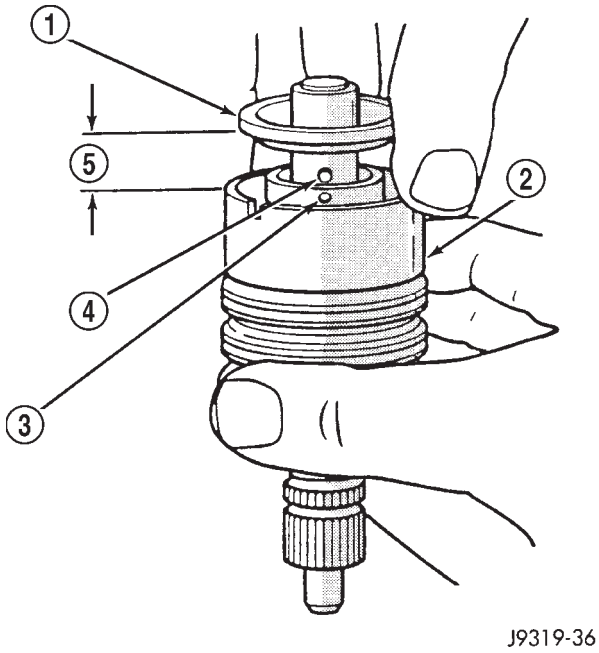

Fig. 27 Stub Shaft
(5) Remove stub shaft from valve assembly by lightly tapping shaft on a block of wood to loosen shaft. Then disengage stub shaft pin from hole in spool valve and separate the valve assembly from stub shaft (Fig. 27).